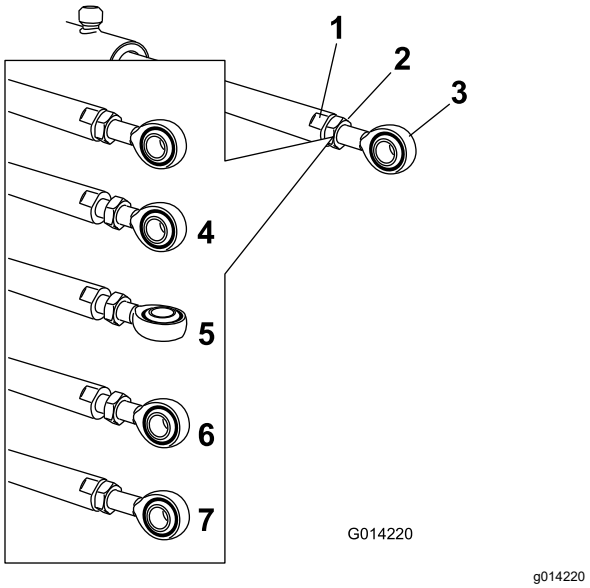

Figure 62
5. Use a wrench on the flat sides of the actuator rod to immobilize it, then loosen the jam nut to allow the eyelet rod to be adjusted (Figure 62).
6. Turn the eyelet rod in the actuator rod to shorten or lengthen the extended actuator to the desired position (Figure 62).